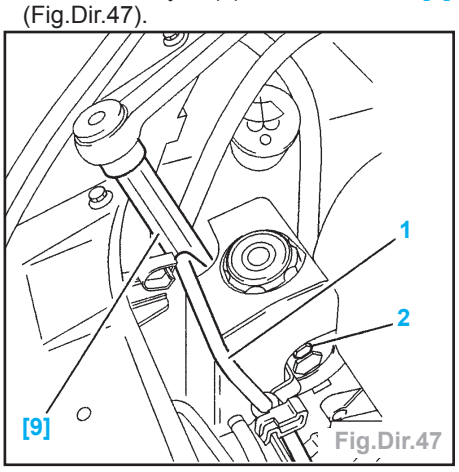

Fig.Dir.47
- Dévisser le tuyau (1) à l'aide de l'outil [9] (Fig.Dir.47).